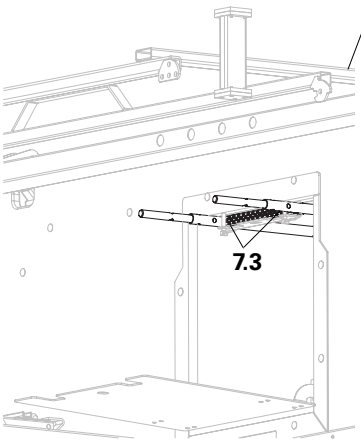

Fig. A9.02b
1. Faire passer l’échelle (7) par en-bas par la trappe ouverte, placer le barreau dans le support et bloquer à l’aide de la goupille (7.3). (Fig. A9.02b)